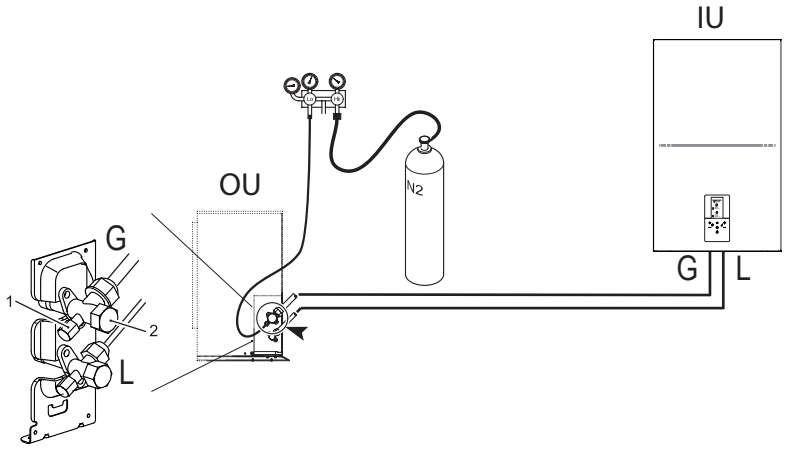

fig. 12 - Teste de estanqueidade ao ar e detecção de fugas
- Com as torneiras da unidade externa completamente fechadas, remova a tampa da torneira de serviço (det. 1 - fig. 12) e a conexão (det. 2 - fig. 12) da válvula de gás (a maior)